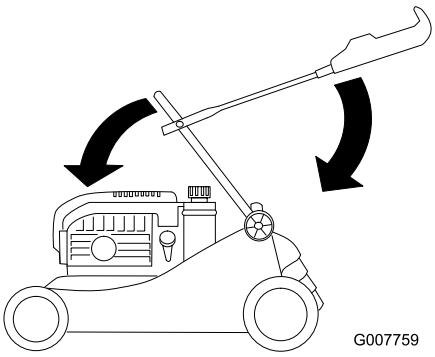

Figuur 34
3. Zwenk voorzichtig het onderste deel van de handgreep naar voren, totdat het op de motor rust (Figuur 34).
4. Zwenk voorzichtig het bovendeel van de handgreep naar achteren, totdat het vlak ligt (Figuur 34).